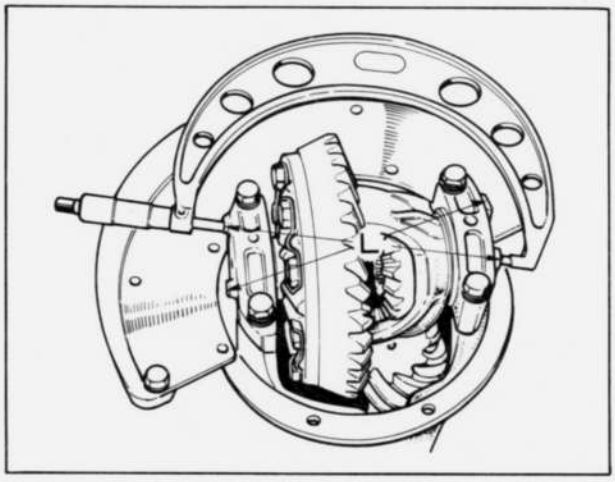

Fig. 9–31 Adjusting bearing preload (case spread)
3. The preload on the differential bearings is obtained by tightening the adjusters. Tighten the adjusters until the distance between both pilot sections on the bearing caps becomes **185.428 ~ 185.5 mm (7.3004 ~ 7.3033 in)**, as shown in Fig. 9–31.